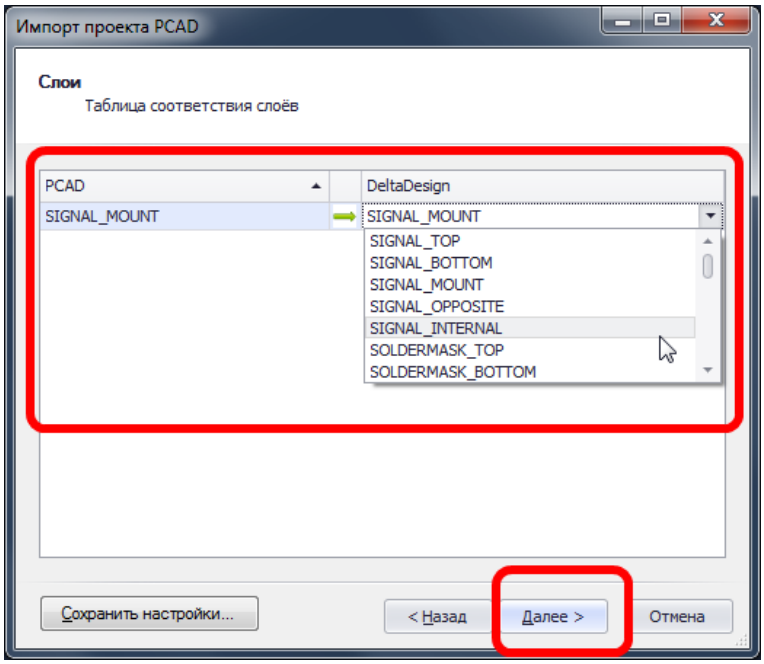

Рис. 364. Установка соответствия для импортируемых слоев
8. На следующем этапе импорта необходимо установить соответствие слоев в импортируемых данных с классами слоев, заданными в системе. Обычно соответствие устанавливается автоматически. Тем не менее, установленное соответствие можно исправить, воспользовавшись таблицей, см. Рис. 364.